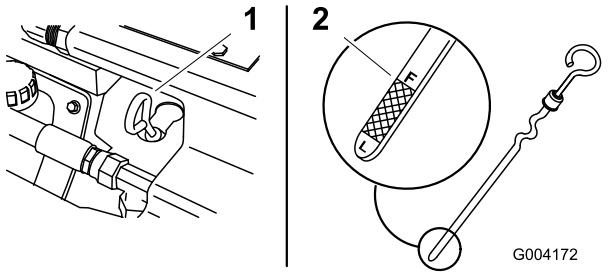

Figuur 15
4. Maak de omgeving van de oliepeilstok schoon (Figuur 15).
5. Trek de peilstok uit en veeg het metalen deel met een doek schoon (Figuur 15).
6. Schuif de peilstok helemaal in de buis (Figuur 15).